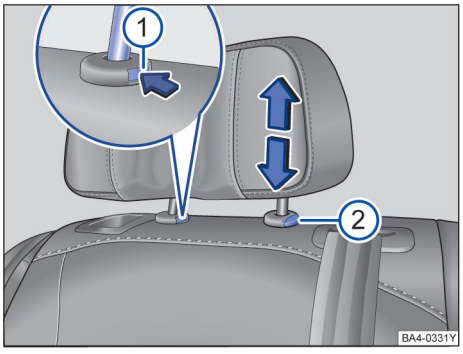

图 80 拆卸和安装后排头枕
– 用手按住按钮→ 图 80①。
– 同时按压按钮②，另一人将头枕完全拔出。